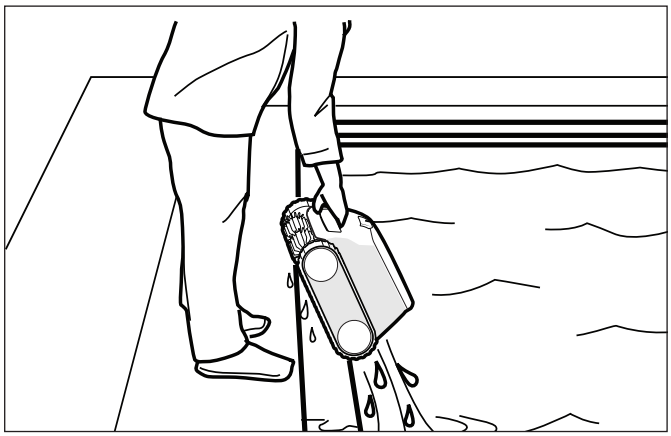

Figure 6. Retirez toujours le nettoyeur en utilisant la poignée
Utilisez la poignée pour soulever le nettoyeur de l'eau et tenez le nettoyeur à la verticale au dessus de la surface de la piscine pour le vider (Figure 6). **Ne soulevez jamais le robot hors de la piscine par le câble flottant.**
6. Lorsqu'il est à portée de main, retirez le nettoyeur de la piscine en utilisant la poignée. Le nettoyeur expulsera rapidement l'eau, rendant celui-ci plus léger pour faciliter son retrait de la piscine (Figure 6).